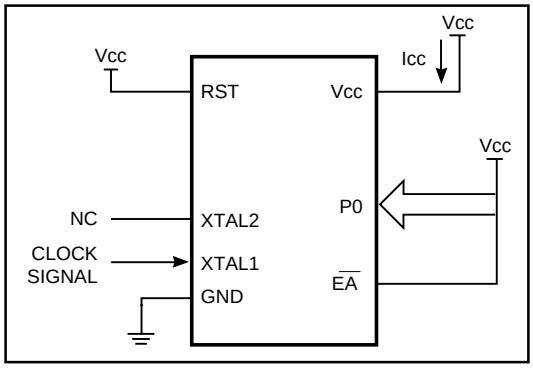

Figure 28. Active Mode
1. See Figures 28, 29, 30, and 31 for Icc test conditiions.